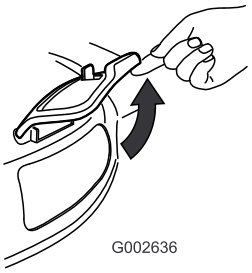

Figuur 33
2. Zet het deurtje van de zijafvoer open (Figuur 33).